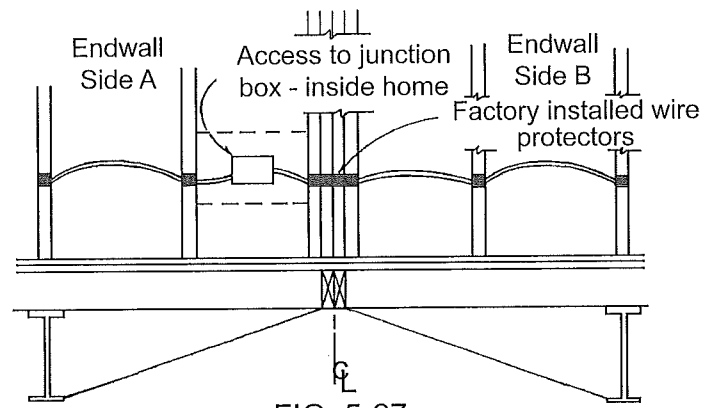

FIG. 5-27
1. Feed wires from side B through metallic wire protectors into junction box or Sub-Panel in side A (See Fig. 5-27).